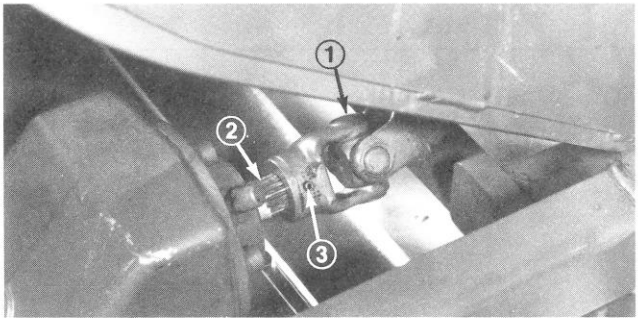

Figure 26
3. Lower frame, align PTO shaft hole with gearcase input shaft hole and install roll pin (Fig. 26).